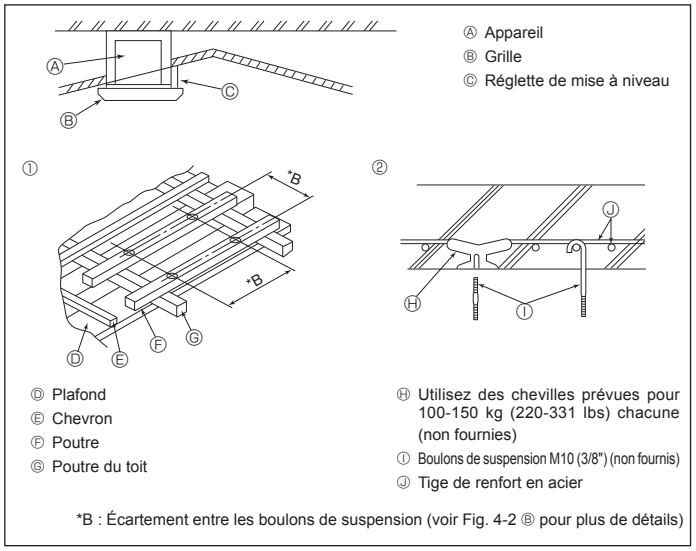

Fig. 4-4
4.4. Structure de suspension (Construisez une structure renforcée à l'endroit de suspension de l'appareil) (Fig. 4-4)